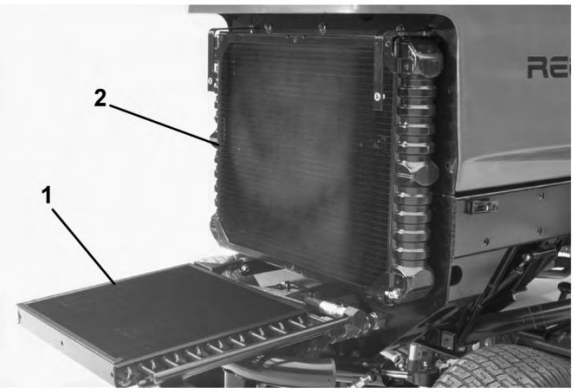

Figura 72
3. Desaparafuse os manípulos e desloque o refrigerador do óleo para trás (Figura 72). Limpe os dois lados do refrigerador do óleo e a zona do radiador com ar comprimido. Não utilize água. Abra o capot e remova os detritos acumulados. Desloque o refrigerador do óleo para a posição inicial e aperte os manípulos.